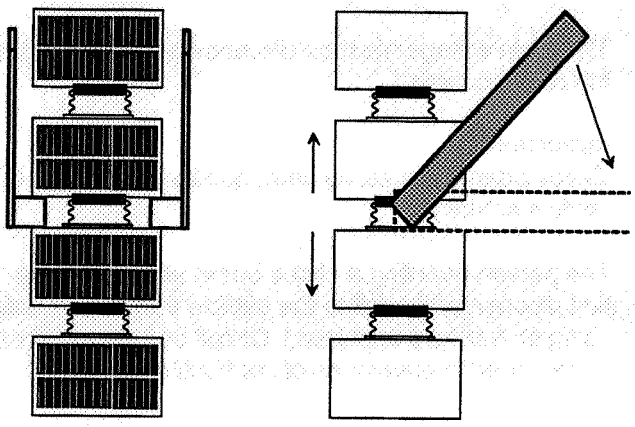

Fig. 2 Thyristor stack armature bridge
- Attach the disassembly tool at the faulty thyristor and prize the upper and lower heat sinks apart, see fig. 2). The copper bars need not to be loosened.